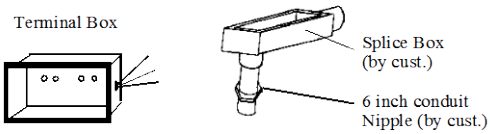

**Figure 2**
1. Remove cover from heater terminal box (Fig. 2) and install 6 inch conduit nipple and splice box (both customer supplied).